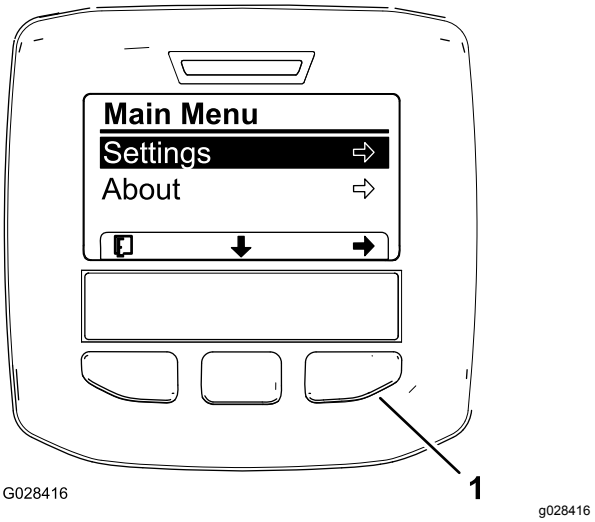
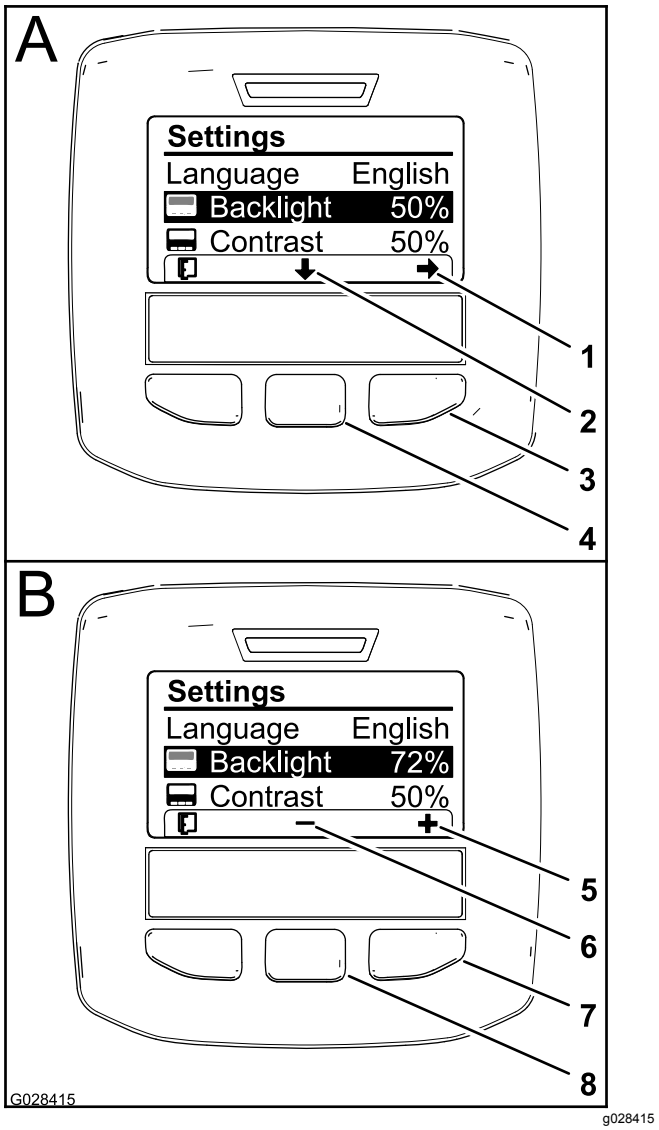

Figur 20
Figur 22
3. Trykk på den midtre valgknappen for å åpne hovedmenyen (Figur 20).
5. Trykk på venstre valgknapp for å lagre valget/valgene, avslutte innstillingsmenyen og gå tilbake til hovedmenyen (Figur 20).
2. Trykk på den midtre valgknappen (knappen under pil ned-ikonet på skjermen) for velge Lysstyrke-alternativet og endre skjermlysstyrken (Figur 22).
3. Trykk på den høyre valgknappen for å vise verdijusteringskonteksten (Figur 22).
4. Bruk den midtre og den høyre valgknappen til å velge lysstyrkenivået på skjermen (Figur 22).
5. Trykk på venstre valgknapp (knappen under listeikonet på skjermen) for å lagre valget, avslutte lysstyrkemenyen og gå tilbake til innstillingsmenyen (Figur 22).
6. Trykk på den midtre valgknappen (knappen under pil ned-ikonet på skjermen) for velge Kontrast-alternativet og endre kontrastnivået på skjermen (Figur 22).
7. Trykk på den høyre valgknappen for å vise verdijusteringskonteksten (Figur 22).
8. Trykk på venstre valgknapp (knappen under listeikonet på skjermen) for å lagre valget, avslutte kontrastmenyen og gå tilbake til innstillingsmenyen (Figur 22).
9. Trykk på venstre valgknapp for å avslutte innstillingsmenyen og gå tilbake til hovedmenyen (Figur 20 og Figur 22).
10. Trykk på venstre valgknapp for å gå tilbake til hovedmenyen (Figur 22).